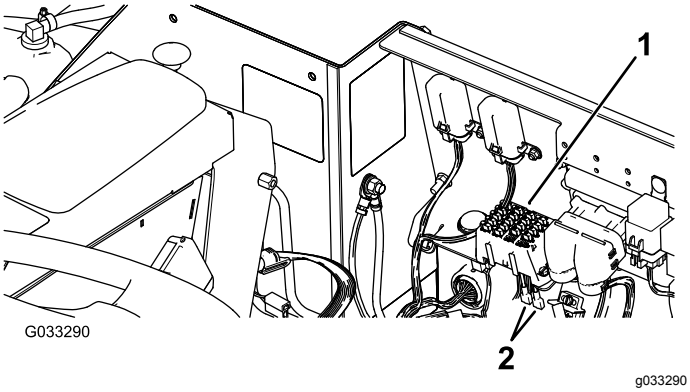
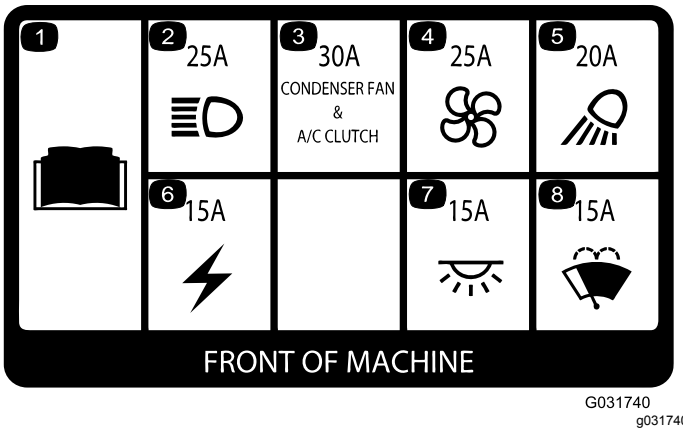
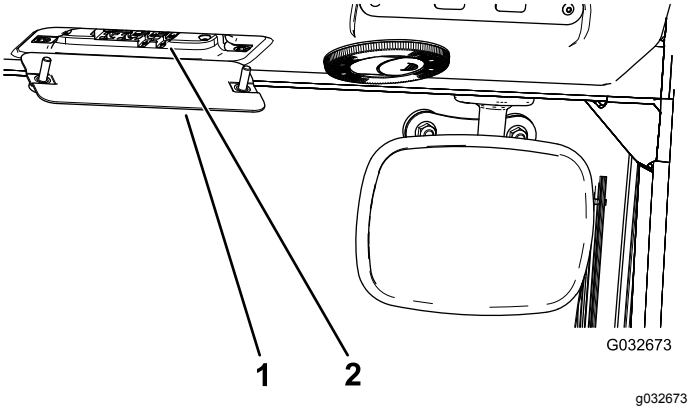

**Figur 111**
**Figur 112**
**Figur 113**
***Vigtigt:*** **Hvis du skal montere et stykke tilbehør på maskinen, er de eneste godkendte strømkilder ved traktionsenhedens sikringsblok (Figur 111) eller førerhusets sikringsblok (Figur 113). Maksimum 10 ampere er tilgængelig fra hver placering. Kontakt den lokale Toro-forhandler for at få hjælp.**
Førerhusets sikringer (Figur 112) sidder i sikringsdåsen i førerhusets loftsbeklædning (Figur 113).